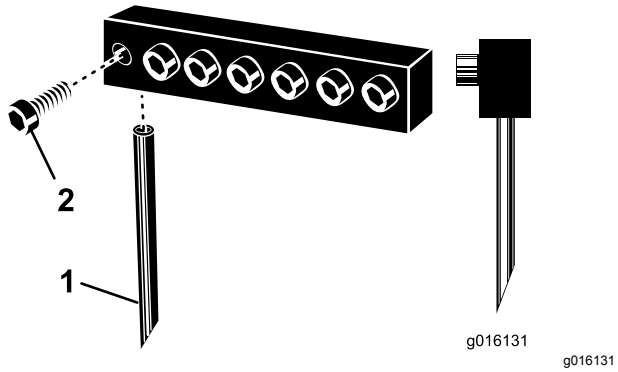

Figur 30
3. Løsn låseboltene, og fjern de tidligere brugte tines (Figur 30).
Bemærk: Placer hule kernetines med åbningen til udblæsning bagest. Placér massive tines med tinespidsen mod maskinen (Figur 30).